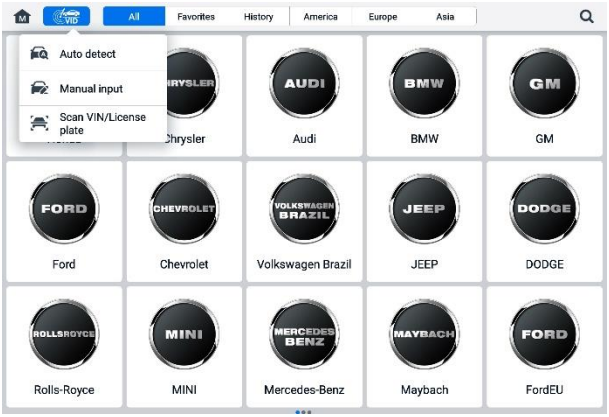

Figure 6-6 ***VID Button Screen***
2. Tap the **VID** button on the top toolbar (see *Figure 6-6 VID Button Screen*).
Tap **Scan VIN/License** in the dropdown list (see *Figure 6-6 VID Button Screen*), the camera will be opened. On the right side of the screen, from top to bottom, three options are available: **Scan Bar Code**, **Scan VIN**, and **Scan License**.